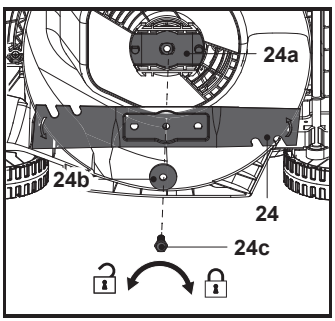

Rys. 23
1. Wymienić ostrze tnące (24) na nowe tego samego typu. Najpierw sprawdzić stan uchwytu ostrza (24a) na trzpieniu, a następnie przymocować ostrze tnące (24) do uchwytu ostrza (24a), ustawiając je zgodnie z oznaczeniami na uchwycie ostrza (24a) i mocując całość za pomocą śruby mocującej (24c) z podkładką płaską (24b), dokręcając śrubę ręką.
2. Przytrzymać mocno ostrze tnące (24) ręką w wytrzymałej rękawicy i/lub kawałkiem drewna i dokręcić śrubę mocującą (24c) w prawo momentem 25–35 Nm, aby zapewnić bezpieczne działanie maszyny (rys. 23).